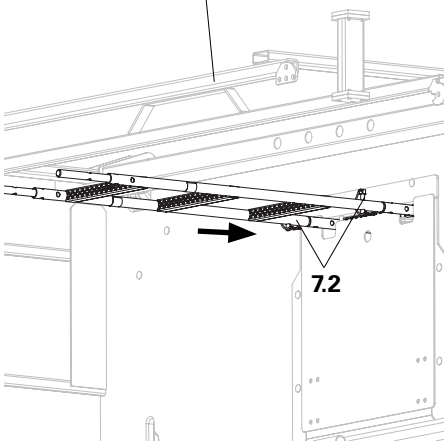

Fig. A9.02c
2. Fixer l’échelle sur l’échelle inférieure et bloquer à l’aide de goupilles (7.2). (Fig. A9.02c)